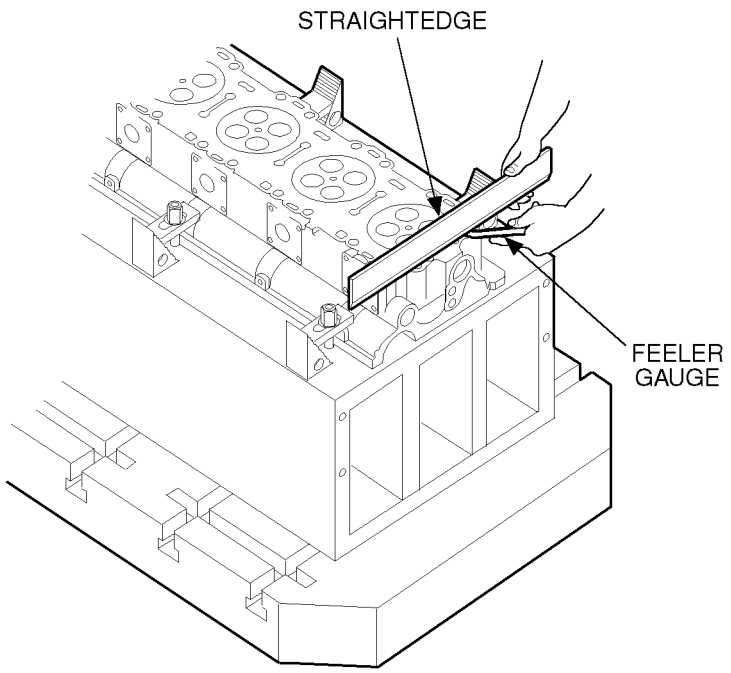

Figure 1-41 Checking Firedeck Straightness
1. Use a heavy, accurate straight-edge and feeler gages to check for transverse and longitudinal warpage. See Figure 1-41.